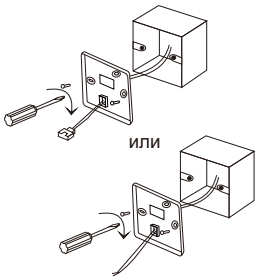

Рис. 2
3.Как показано на Рис. 2, закрутите 4 шт. винты *20 мм, которые поставляются в комплекте с задней крышкой на коробке 8 6; пропустите электропровод через заднюю крышку.